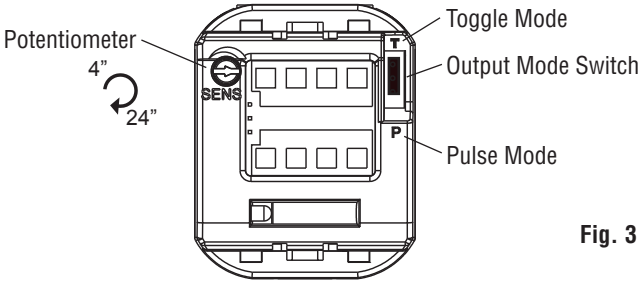

Fig. 3
2.a) Rotate potentiometer clockwise to increase the sensing field. It may be adjusted from 4" to 24". See Fig. 3 and 4.
2.b) Adjust Output Mode by moving switch in the up position (Toggle Mode) or in the down position (Pulse Mode). See Fig. 3.